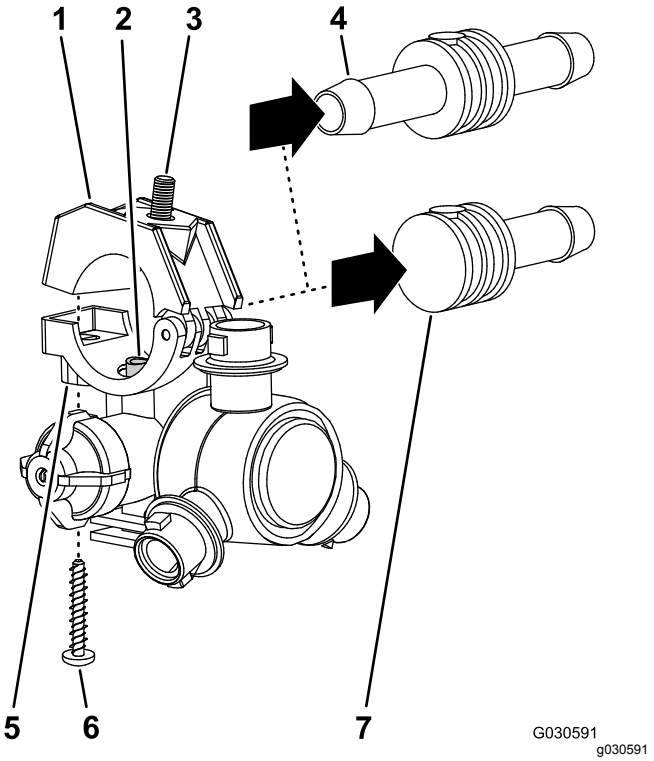

Figur 119
2. Bruk de tre sprederdysene du fjernet i trinn 1 i Fjerne sprederdysene (side 38), og fjern skruen i rustfritt stål (nr. 12 x 1 1/4 tomme) som fester den øvre klemmehalvdelen og slangeskaftet med mothake på én eller begge sider (19 mm) i hver sprederdyseenhet, og fjern slangeskaftene med mothake (Figur 119).